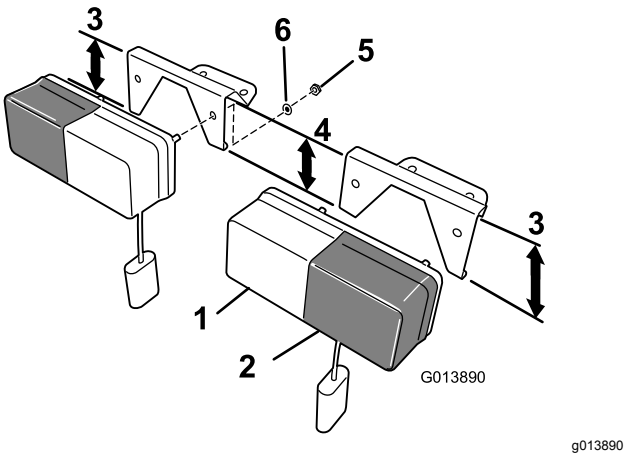

Рисунок 4
2. Прикрепите фонарь к кронштейну, используя ранее снятые крепежные детали (Рисунок 4).
Примечание: Убедитесь в том, что прозрачные рассеиватели (габаритные огни) расположены внутри, а желтые рассеиватели (указатели поворота) расположены снаружи (Рисунок 4).
Примечание: Кронштейны определяются по углу лицевой пластины и более длинной стойке, которая обращена наружу (Рисунок 4).